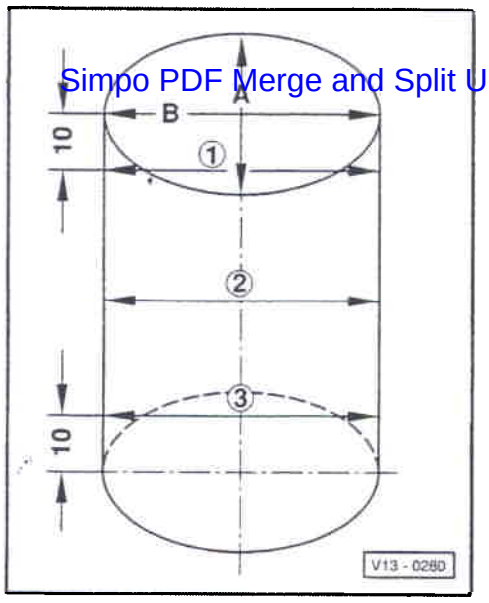

Fig. 5 Alésage du cylindre: contrôle
- Contrôler l'alésage des cylindres ⇒ fig. 5